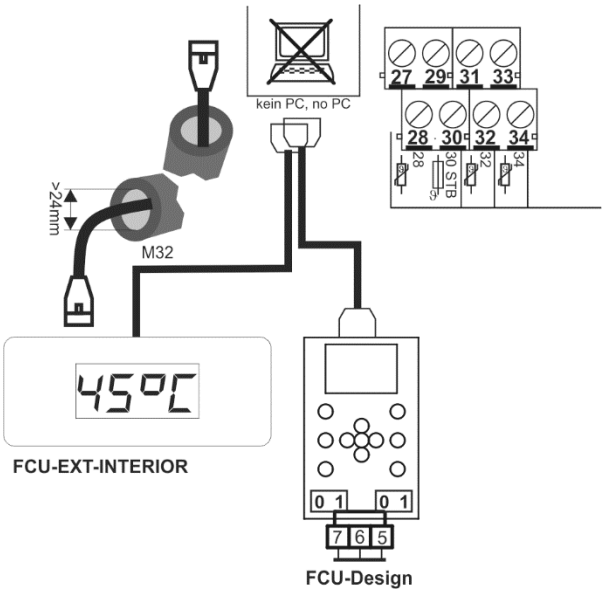

Fig. 11: Collegamento display interno
4. Collegare il circuito di segnalazione in funzione del sensore utilizzato come schema di collegamento Fig. 11 o Fig. 14 alla scheda.